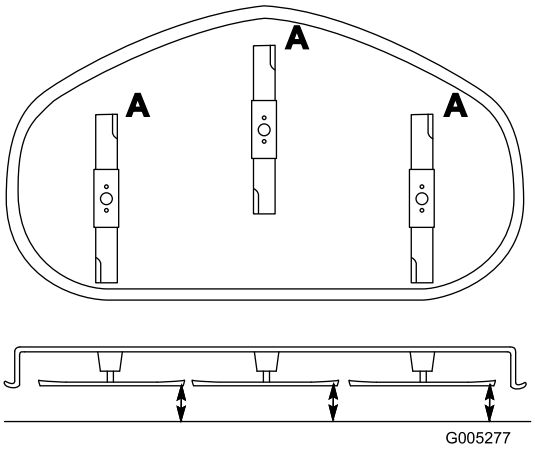

Figur 39
2. Rotera knivarna tills ändarna vetter framåt och bakåt (Figur 39). Mät från ett jämnt underlag till knivens egg vid punkt **A** på knivarna (Figur 39). Anteckna detta mått.